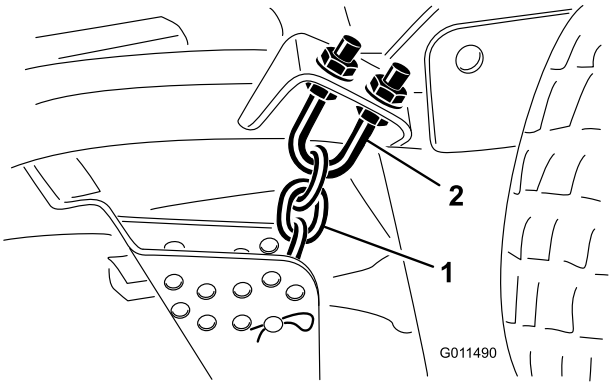

Рисунок 76
1. Отпустите верхние или нижние зажимные гайки на П-образном болте цепи высоты скашивания (Рисунок 76).